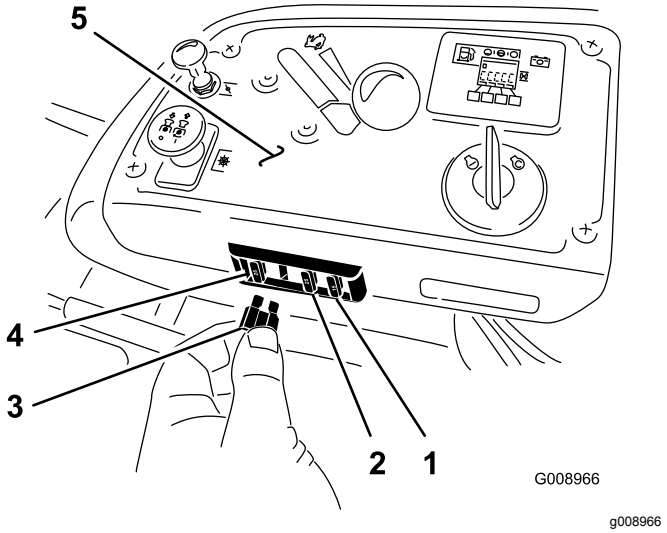

Figuur 64
1. De zekeringen bevinden zich op de rechterconsole naast de stoel (Figuur 64).
3. Monteer een nieuwe zekering (Figuur 64).